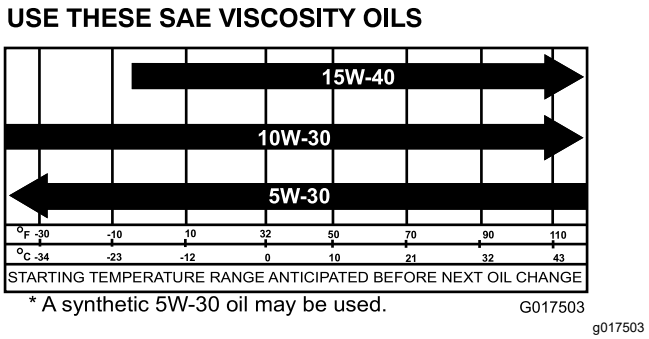

Figur 36
5. Fyll veivhuset med den angitte oljen (Figur 36).